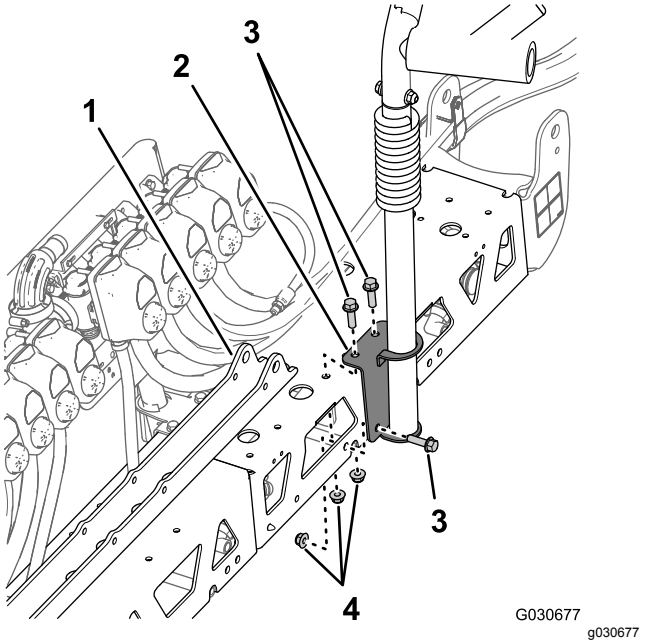

Figur 122
1. Ret hullerne i monteringsbeslaget på den højre bomholder, du fjernede i trin 3 i Afmontering af bomholderen (side 36), ind efter hullerne øverst og på bagsiderne (til højre for cylinderbeslaget) af den nye midterbomsektion (Figur 122).